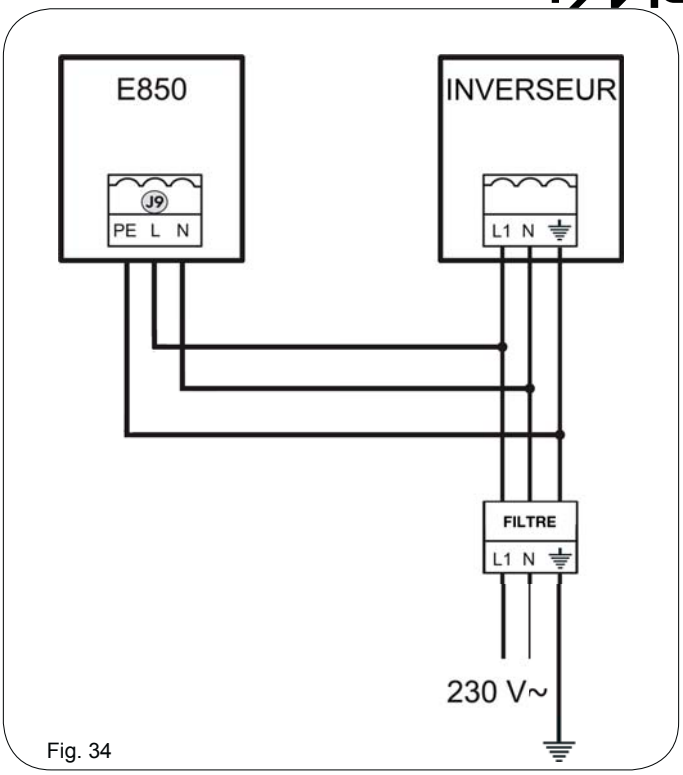

Fig. 34
11.4.5 BORNIER J9 - ALIMENTATION (FIG. 34)